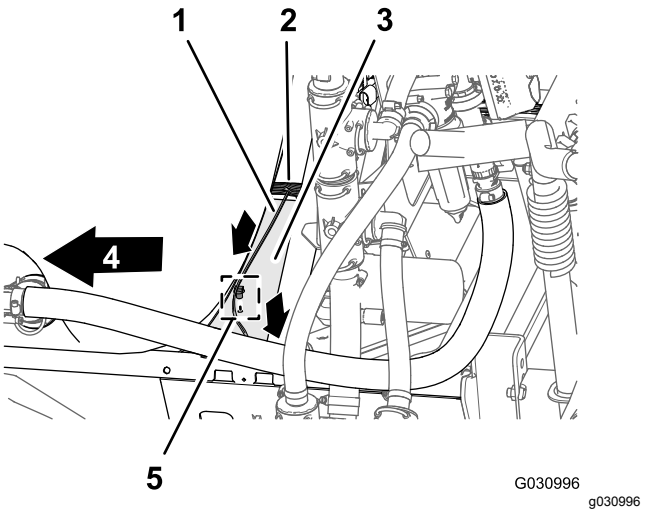

Figuur 127
1. Leid de kabelboomaftakking van 86 cm voor de magneetklep van de spuitpomp over de bovenkant van het framekanaal van de spuitmachine, en omlaag naar de magneetklep van de spuitpomp (Figuur 127).
2. Steek de plug van de kabelboomaftakking van 86 cm in de opening in het framekanaal van de spuitmachine (Figuur 127).